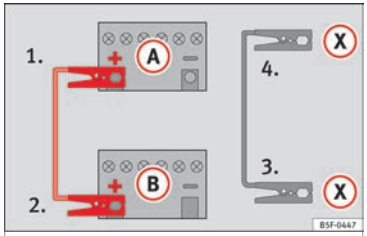

Fig. 78 Diagram of connections for vehicles with Start Stop system
– *For vehicles with Start-Stop system:* connect one end of the *black* jump lead (X) to a suitable ground terminal, to a solid piece of metal in the engine block, or to the engine block itself ››› **Fig. 78**.
5. Connect the other end of the *black* jump lead (X) to a solid metal component bolted to the engine block or to the engine block itself of the vehicle with the flat battery. Do not connect it to a point near the battery (A).